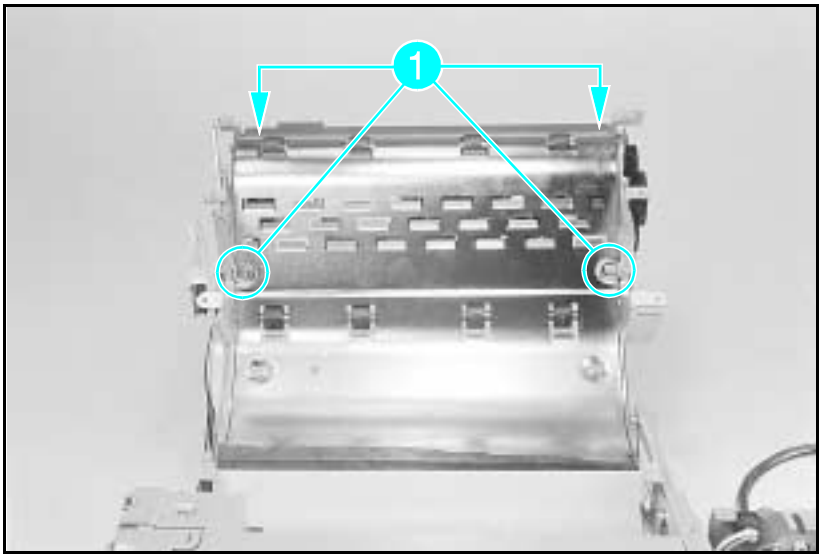

Figure A-14 Upper Paper Guide Sheet Metal
4 Remove the (4) screws on top of the sheet metal part of the upper paper guide shown in Figure A-14, callout *1*.